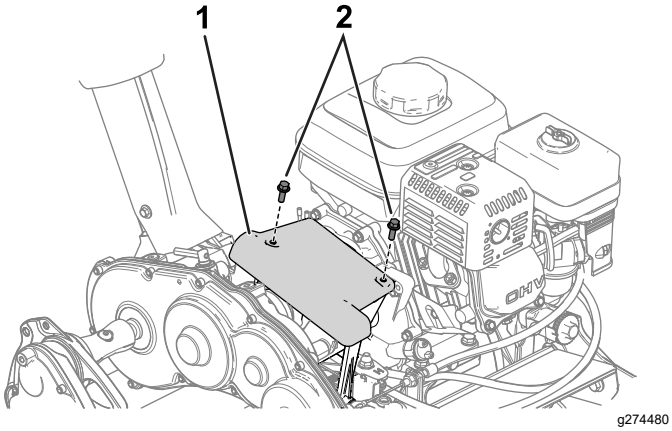

Figura 29
1. Per accedere al disco della frizione a alla piastra di pressione rimuovete il carter della frizione (Figura 29).